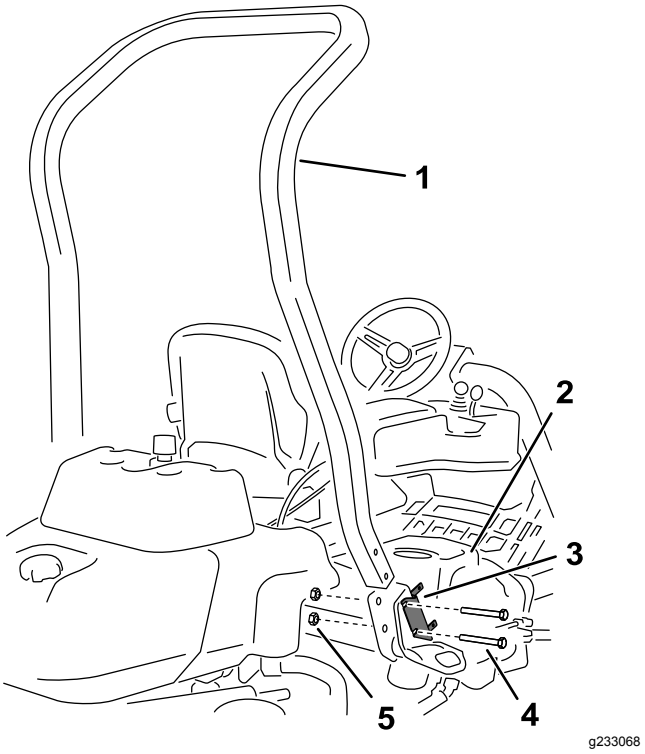

Figuur 3
4. Verwijder de 2 bouten waarmee de beugel van de zekeringhouder is bevestigd aan het vak van de rolbeugel; zie Figuur 3.